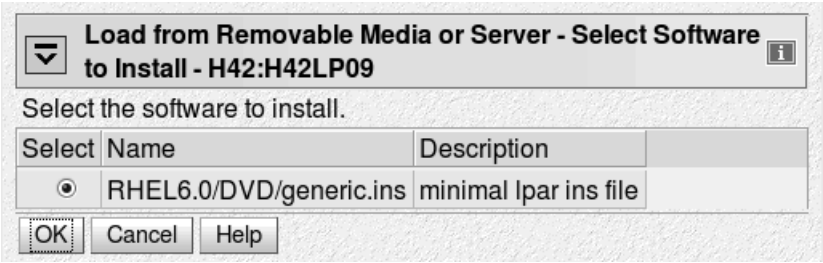

Figure 66. Select Software to Install panel
5. Click **Continue** to display the “Select Software to Install” panel (Figure 66).